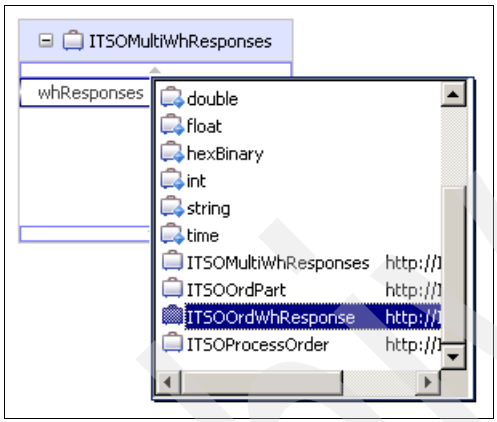

Figure 10-22 Selecting the data type ITSOOrdWhResponse
2. Create an attribute named `whResponses`, and select **ITSOOrdWhResponse** as the data type (Figure 10-22).